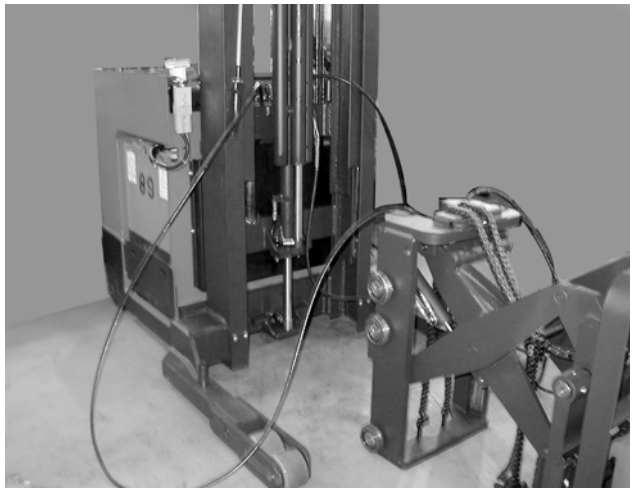

Figure 7-213: Reach carriage removed
1. Remove the reach carriage assembly. Follow the procedure described in "Reach Carriage Assembly" on page 7-291. See Figure 7-213.